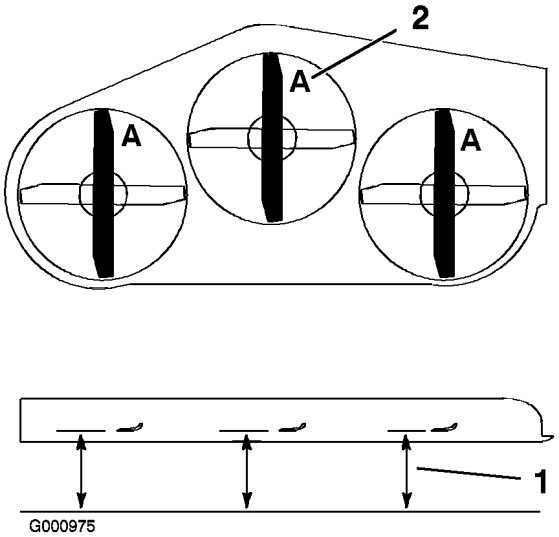

Figur 77
3. Roter knivene til endene vender fremover og bakover (Figur 77). Mål fra en jevn overflate til kniveggen, posisjon **A**, på kniven (Figur 77). Merk deg dette målet.